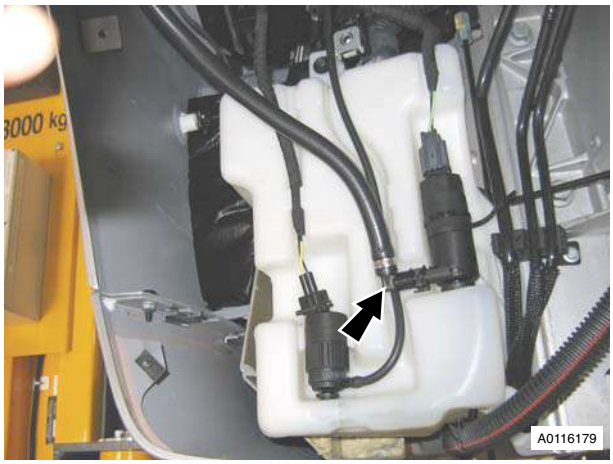

Figure 1
4. Remove tube from motor (quickfit) and reservoir (see Figure 1).